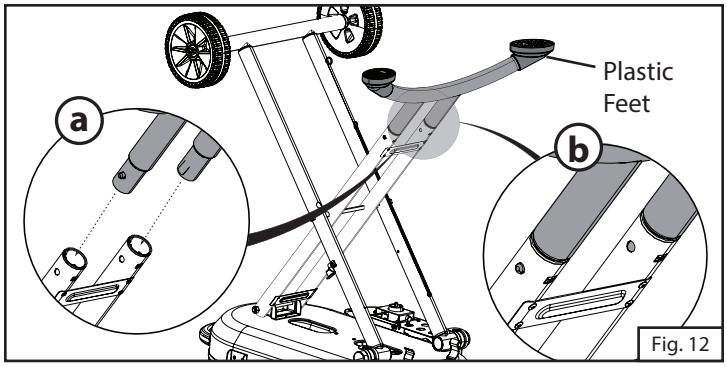

Fig. 12
11. Insert the towing handle into the right leg (Step a in Fig. 12).
12. Press buttons in on towing handle while sliding towing handle into right leg. Continue sliding into right leg until buttons lock into place. (Step b in Fig. 12)